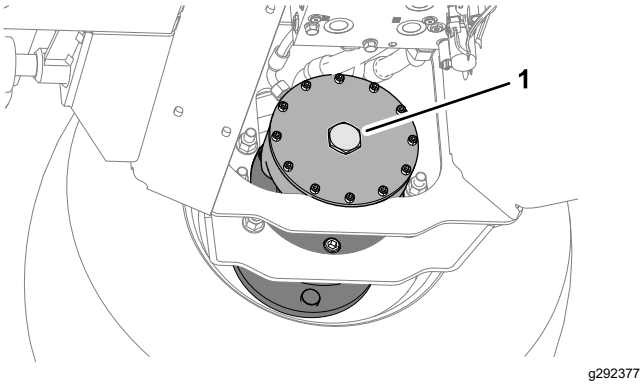

Рисунок 46
2. Заверните шестигранную заглушку в торцевую пластину мотора (Рисунок 46).
6. Сохраните 2 болта 12 x 40 мм и 2 шайбы 12 мм, завернув их в опорные балки платформы (Рисунок 46).